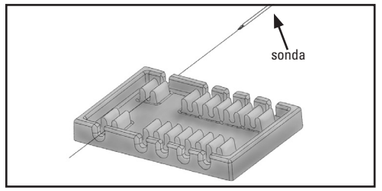
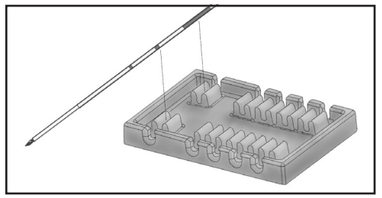

Figura 1
Figura 2
3. Ligue o espaçador à primeira sonda, fazendo deslizar a sonda através do espaçador (conforme ilustrado na Figura 1) ou encaixando o corpo da sonda no espaçador (conforme ilustrado na Figura 2).
4. Ligue a segunda sonda ao espaçador, fazendo deslizar a sonda através do espaçador (conforme ilustrado na Figura 1) ou encaixando o corpo da sonda no espaçador (conforme ilustrado na Figura 2).